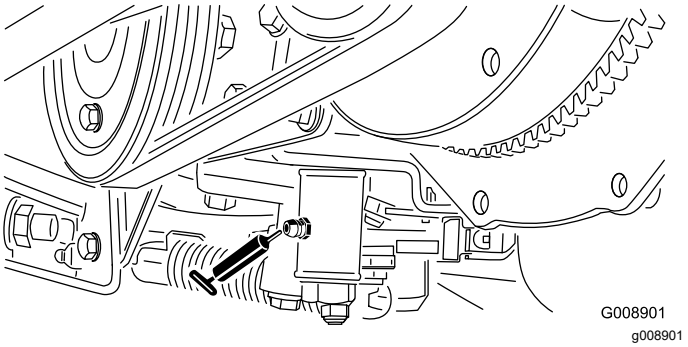

Figur 58
- Justeringsmekanism för neutralläge (Figur 58)